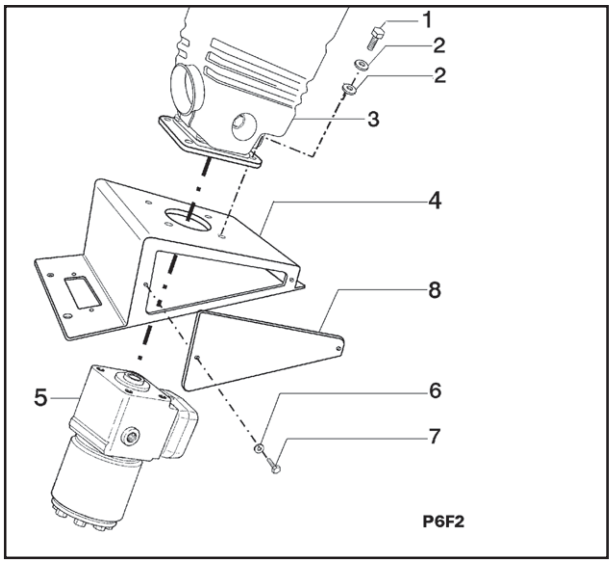

Fig.2
2. Remova os parafusos (7-fig.2), as arruelas (6-fig.2) e a tampa lateral (8-fig.2) do suporte(4-fig.2).
7. Remova os quatro parafusos (1 - fig.2) e arruelas (2 - fig.2) de fixação da coluna de direção (3 - fig.2) ao suporte (4 - fig.2) e remova a válvula de controle da direção (5 - fig.2) da máquina.
1. Mantendo a válvula de controle da direção posicionada, instale os quatro parafusos (1 - fig.2), as arruelas (2 - fig.2) e a válvula de controle da direção (5 - fig.2) no suporte (4 - fig.2) da coluna de direção.
3. Instale a tampa lateral (8-fig.2) do suporte(4-fig.2), as arruelas (6-fig.2) e os parafusos (7-fig.2),